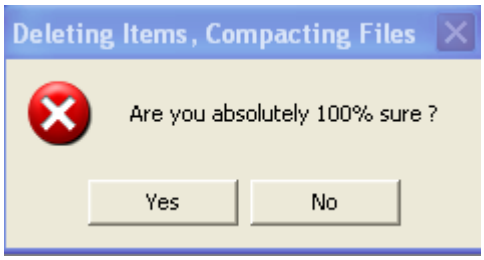

Figure 5-3
4. Click on "Yes". You will be asked to reconfirm your actions (Figure 5-3).